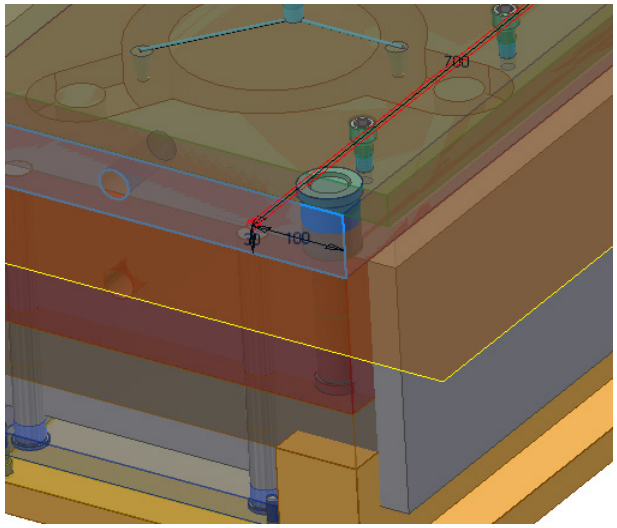

Figure 19-93 *Preview of the cooling channel*
6. Click on these dimensions and specify the value **30** for vertical distance and **100** for horizontal distance; a preview of the cooling channel is displayed, as shown in Figure 19-93.